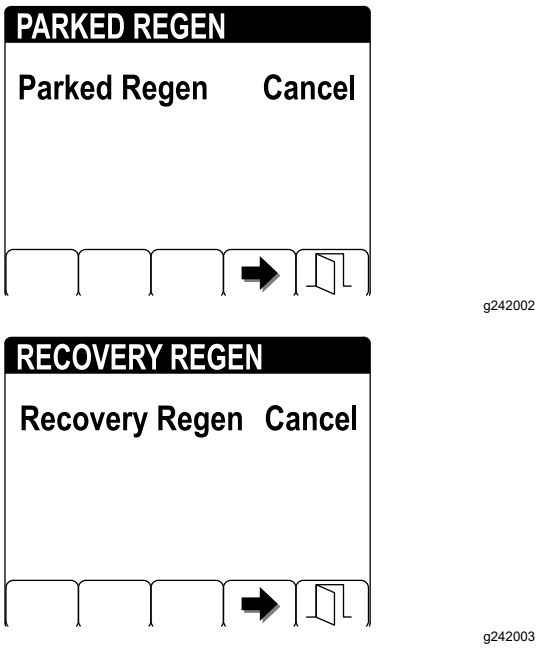

**Figuur 65**
2. Druk op knop 4 om een Parked Regen of Recovery Regen te annuleren (Figuur 65).